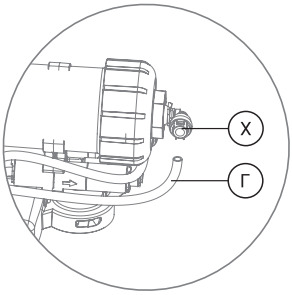

Рис. 18
4. Трубку (Г) (рис. 18) вставьте в угловой фитинг (Х) (рис. 18, рис. 19).